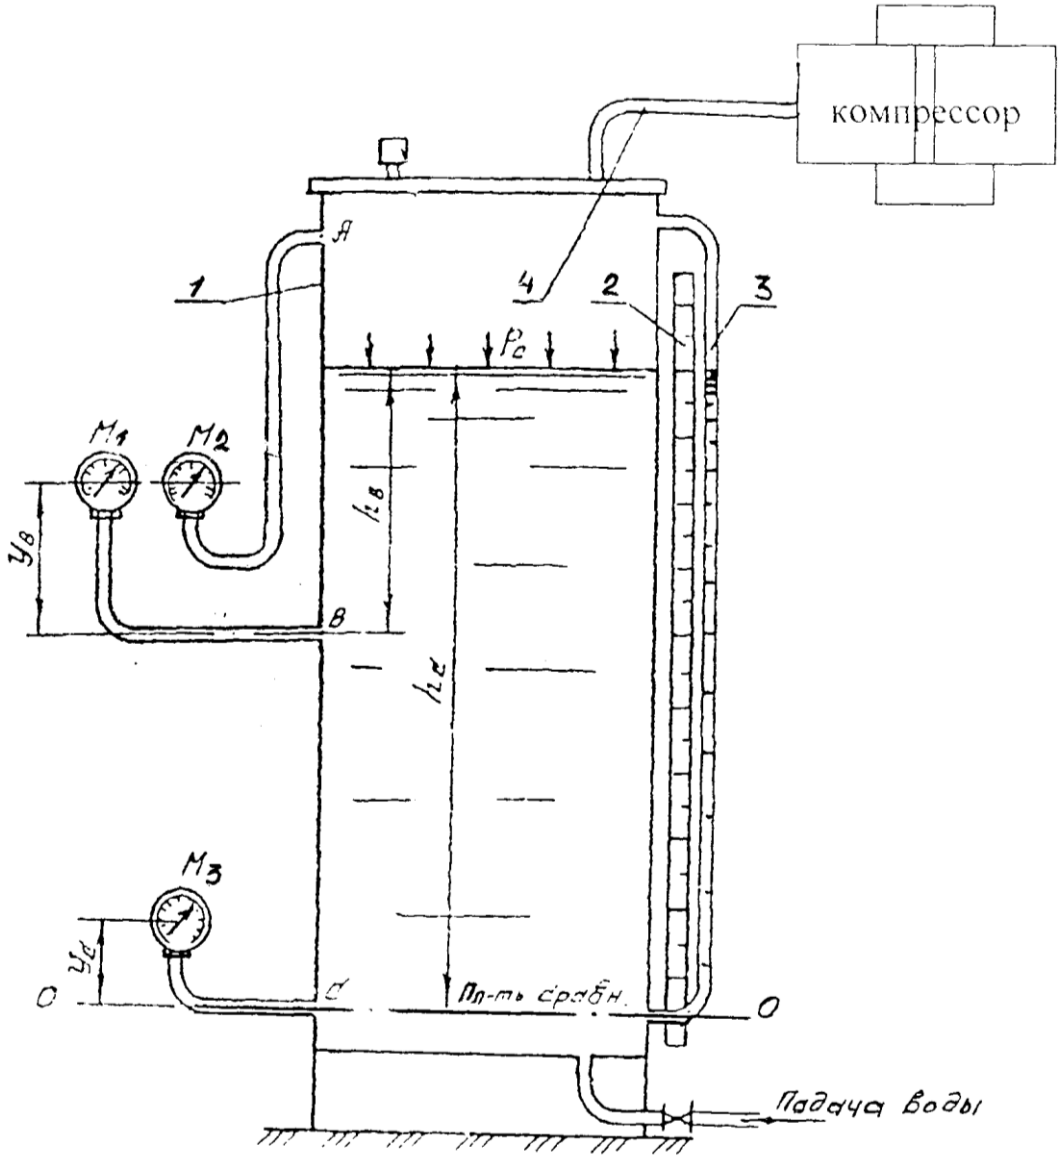

Рисунок 1- Схема экспериментальной установки
I-I .. .II-II, а также потери полного напора h_{wl-2} между сечениями (см. рисунок 1)
3. Построить в масштабе по опытным данным пьезометрическую линию и линию полного напора (см. рисунок 1)